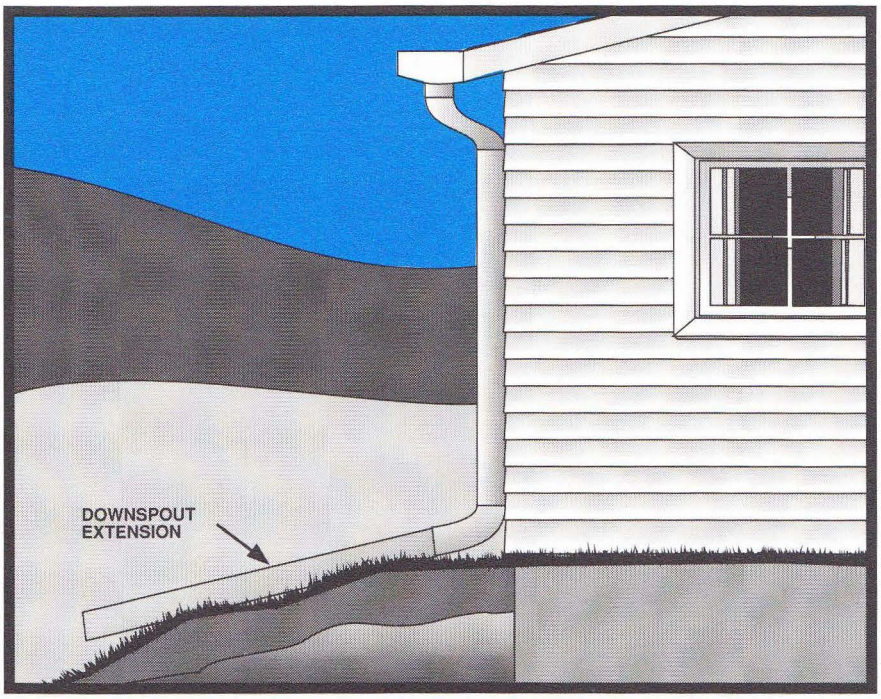

**FIGURE 32**
- *Downspouts* should be drained away from the house, preferably with *downspout* extensions. (See Figure 32.)